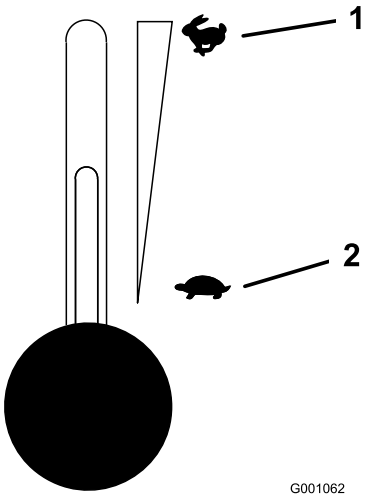

Figuur 14
5. Zet de gashendel in de middelste stand (Figuur 14).
2. Zet de gashendel halverwege tussen Langzaam en Snel (Figuur 14).